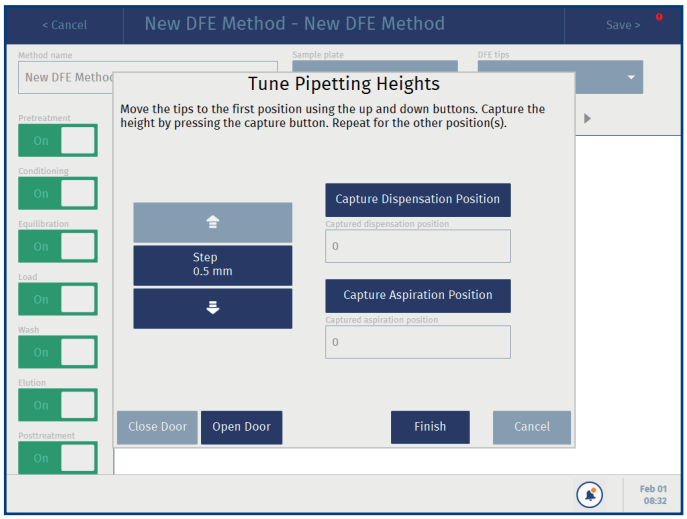

图 42. 用于设置移液高度的向导。
- **Aspiration height (mm)：** DFE 小柱吸头从样品板/支架吸液时的高度。按 **Tune Pipetting Heights...**，使用向导设置高度；请参阅图 42。
- **Dispensation height (mm)：** DFE 小柱吸头分液至样品板/支架时的高度。按 **Tune Pipetting Heights...**，使用向导设置高度；请参阅图 42。
- **Mix aspiration/dispensation height (mm)：** 样品/洗脱液与预处理/后处理溶剂混合时的吸液/分液高度。按 **Tune Pipetting Heights...**，使用向导设置高度；请参阅图 42。
- **Solvent dispensation height (mm):** 将后处理溶剂分配到（最后）洗脱板时的分液高度。如果没有洗脱步骤，系统将分配到（最后）清洗板上。按 **Tune Dispensation Height...**，使用向导设置高度；请参阅图 42。
使用 **Tune Pipetting Heights** 向导（请参阅图 42）：
- **Aspiration height (mm):** DFE 小柱吸头位于样品/清洗/洗脱板上方的情况下，吸入空气的吸气高度。按 **Tune Pipetting Heights...**，使用向导设置高度；请参阅图 42。
- **Dispensation height (mm):** 将 DFE 小柱吸头清空到样品/清洗/洗脱板中时的吹气高度。按 **Tune Pipetting Heights...**，使用向导设置高度；请参阅图 42。